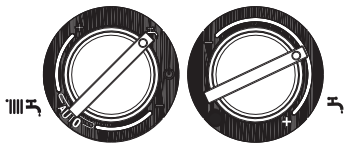

Рис. 4.2
- установите переключатель режимов работы на символ “” (рис. 4.2)